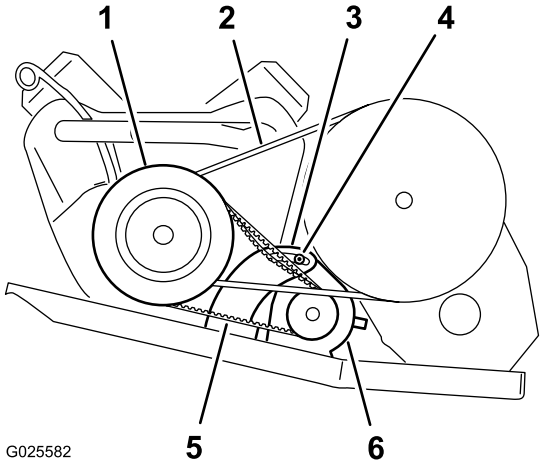

Figur 53
2. Lossa startgeneratorns svängmutter (Figur 53).
4. Tryck bändstången nedåt för att vrida startgeneratorn i skåran tills remmen är så spänd att den endast böjs 6 mm då en kraft på 44 N appliceras (Figur 53).
5. Dra åt svängmuttern för hand och ta bort bändstången (Figur 53).